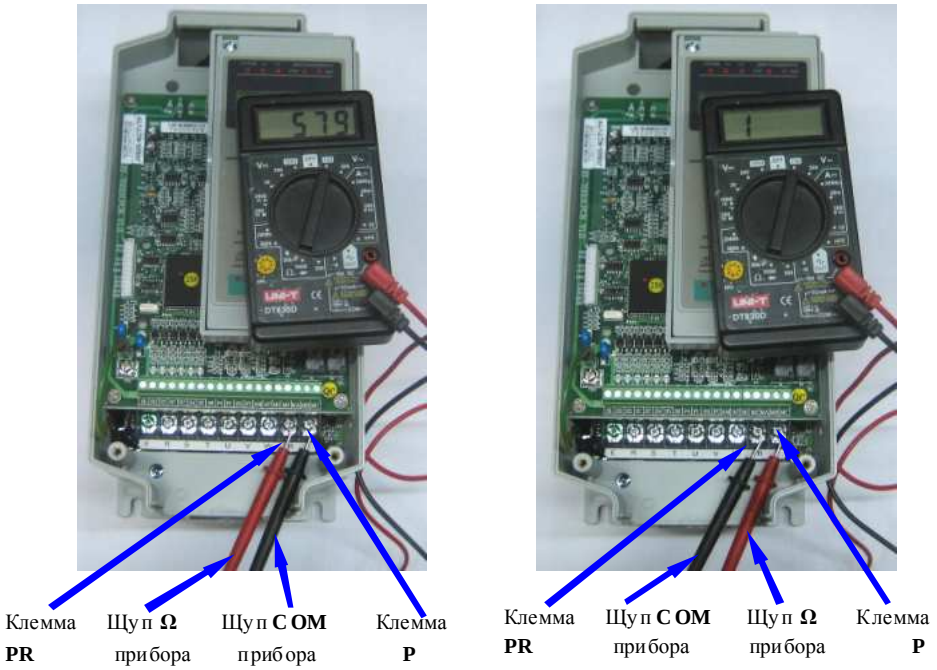

Рис. 4.6. Проверка защитного диода в цепи тормозного ключа матрицы IGBT.
4.6.6. Проверить цепь **P-PR** – защитный диод в цепи тормозного ключа, как показано на рис. 4.6. Исправная цепь должна «звониться» как диод (при прямой проводимости показания прибора 200…1000, рис. 4.6а, при обратной проводимости – «Обрыв цепи», рис. 4.6б).